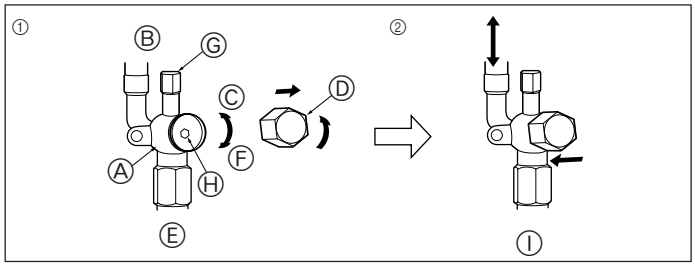

Fig. 5-6
5.5. Comment ouvrir la vanne d'arrêt (Fig. 5-6)